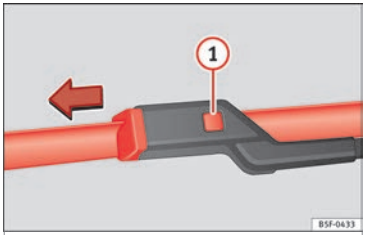

Afb. 78 Ruitenwisserbladen voorruit vervangen.
- Houd de ontgrendelknop ››› **afb. 78** (1) ingedrukt en trek het ruitenwisserblad voorzichtig in de richting van de pijl.